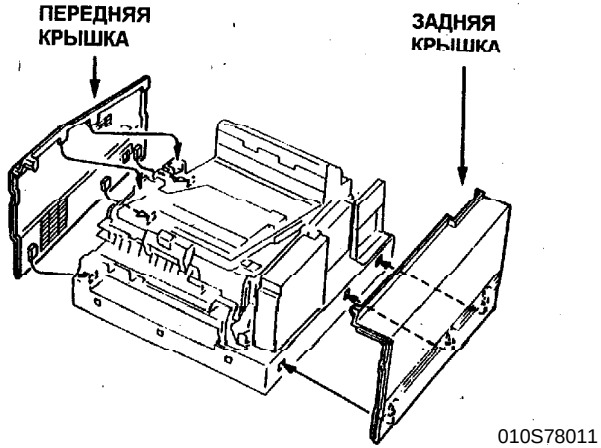

Рис. 1. Передняя и задняя крышки
11. Снимите переднюю и заднюю крышки (Рис. 1).